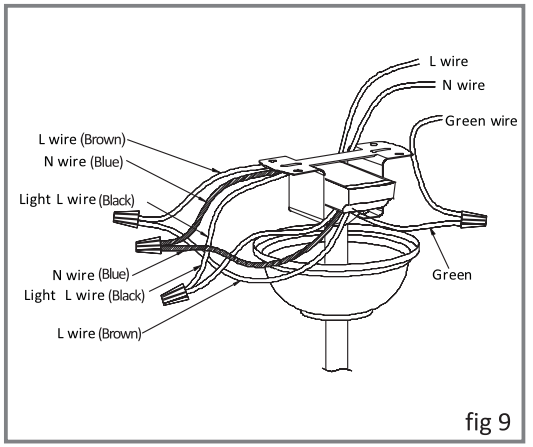

fig 9
3) After connecting the wires , spread them apart so that the Green & Blue are on one side and the Brown wire is on the other side .(fig 9)